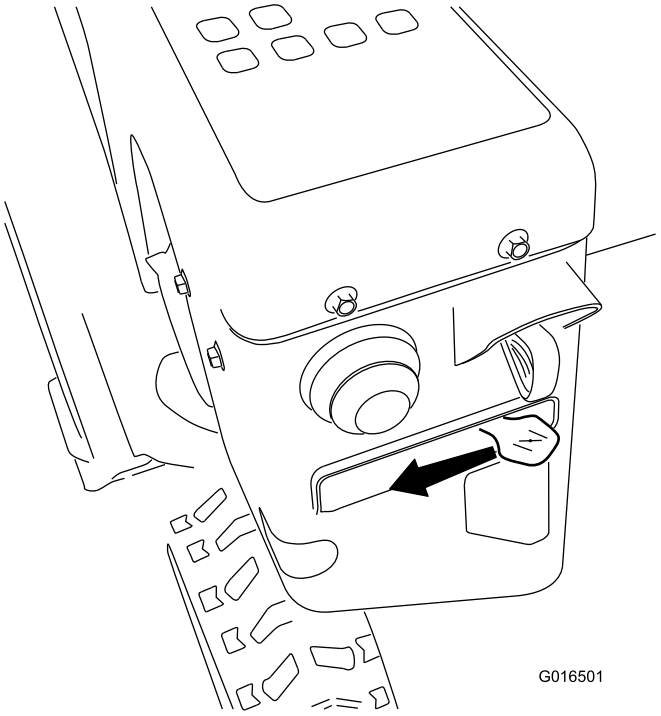

Figur 29
5. Sett choken til Choke-stilling (Figur 29).